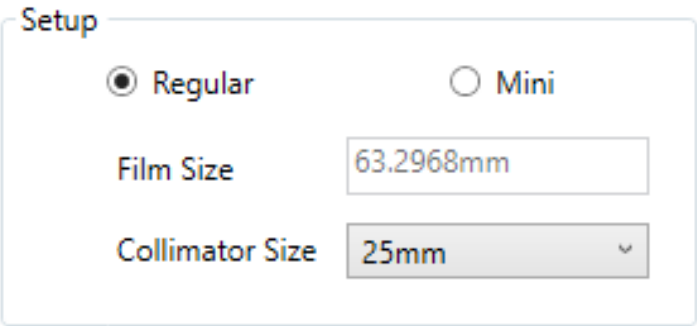

Figura 7-7 Configuración del tamaño del cubo de esferas.
4. Seleccione el tamaño del cubo de esferas (consulte la figura 7-7).